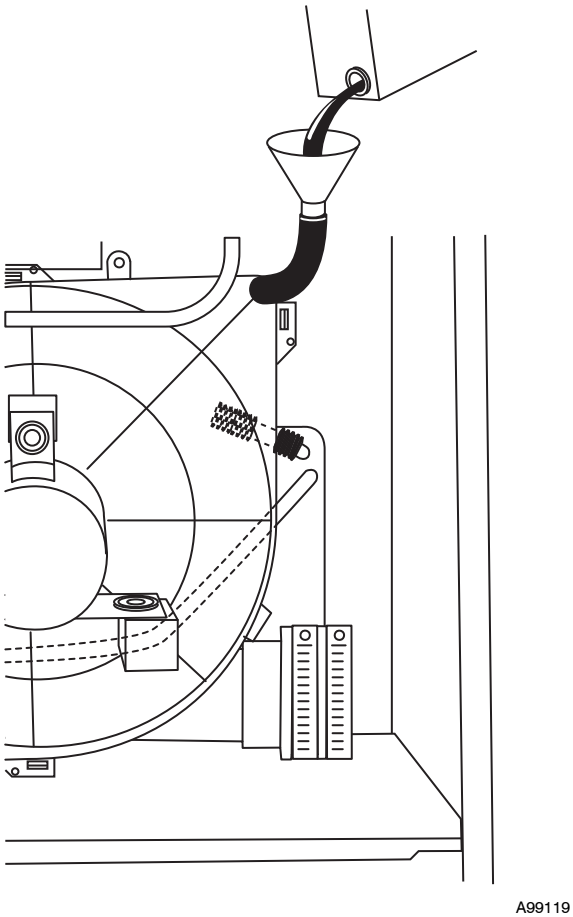

Fig. 49 - Filling Condensate Trap
4. Pour 1 quart of water into funnel/tube. Water should run through inducer housing, overfill condensate trap, and flow into open field drain. (See Fig. 49.)